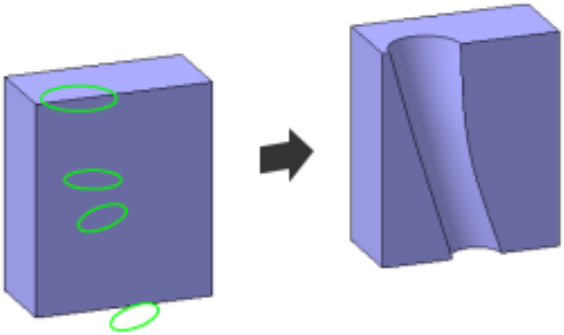

Рис. 7.8
– ***Вырезать по сечениям*** – создание элемента соединением нескольких (минимум двух) сечений произвольной формы (рис. 7.8).